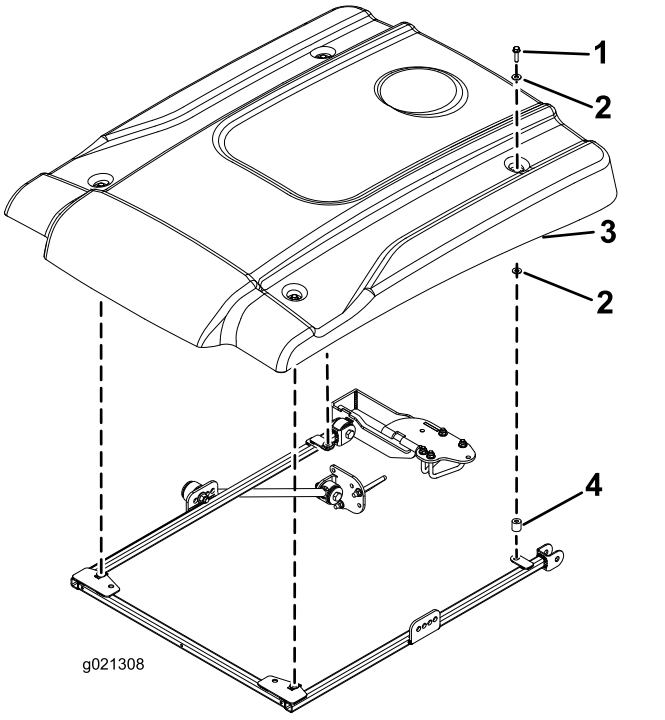

Figur 23
16. Når du innretter monteringshullene, plasser solskjermen på rammen som vist i Figur 23.
17. Monter hvert hjørne av solskjermen løst på rammen med en flenshodebolt (5/16 x 2 1/4 tomme), to små skiver og et avstandsstykke (Figur 23). Plasser en skive på hver side av solskjermens gummitetning. Plasser avstandsstykkene mellom den lille skiven og rammen.